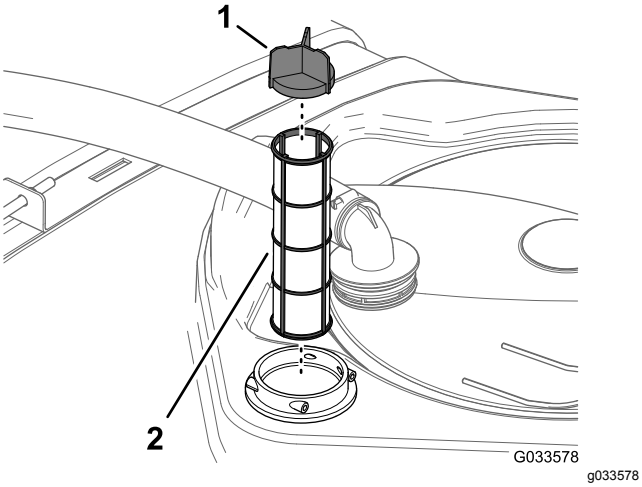

Figur 77
4. Trekk sugefilteret ut av sugefilterhuset i tanken (Figur 77).